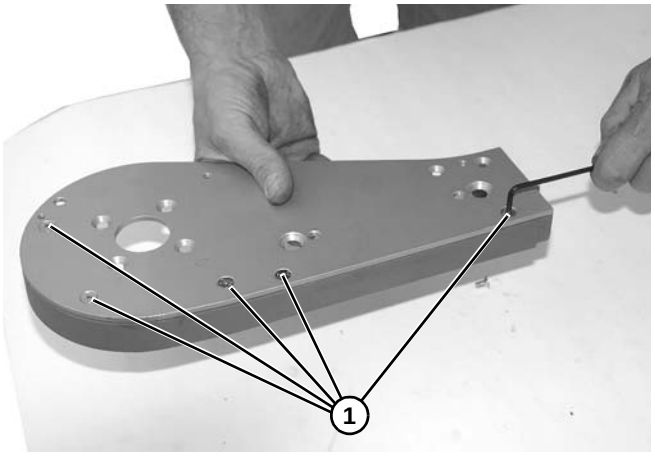

Figure 79
5. Remove five (5) socket head screws **(Figure 79, item 1)**.